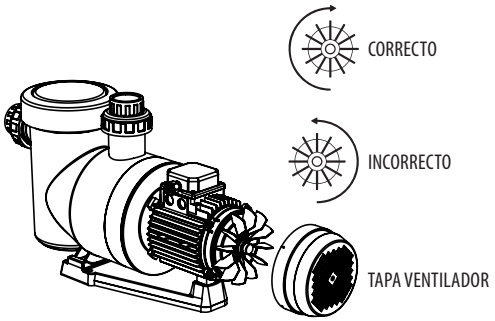

FIGURA 8
- Compruebe que el motor gira en la dirección correcta (mirando el ventilador ubicado en la parte trasera del motor). (FIGURA 8).